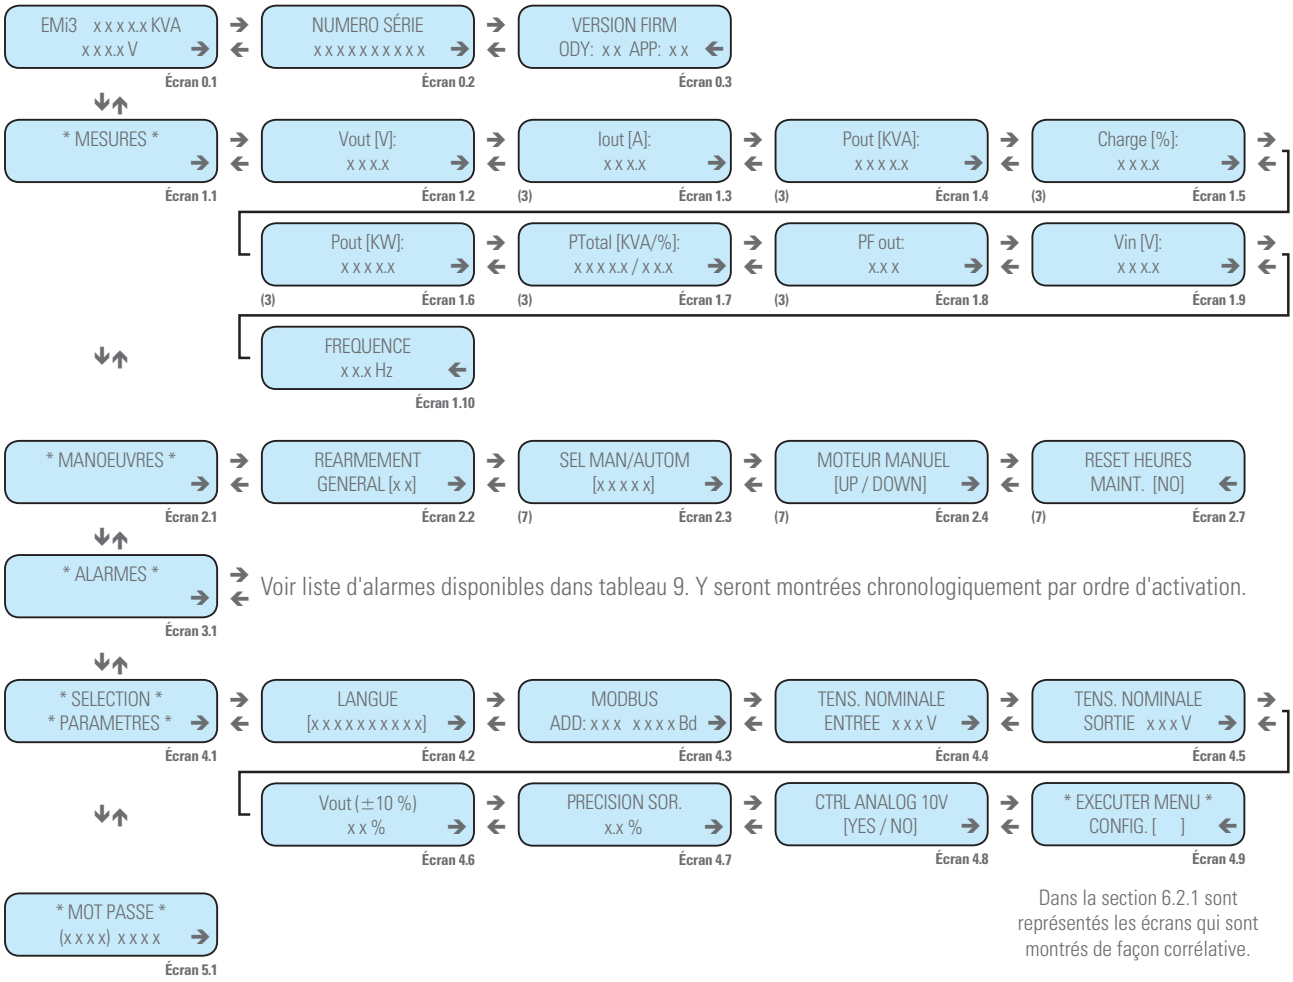

Fig. 19. Carte d'écrans régulateur de tension monophasé.
- Dans les cartes d'écran des Fig. 19 et 20 sont étendus tous les sous-menus des équipements monophasés et triphasés, même les protégés avec « Mot de Passe ». Tenez en compte les suivantes annotations :